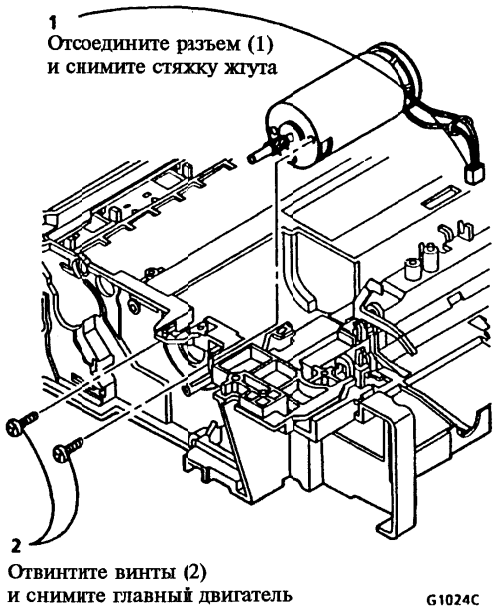

Рисунок 2. Снятие главного двигателя
4. (Рисунок 2): Снимите главный двигатель.